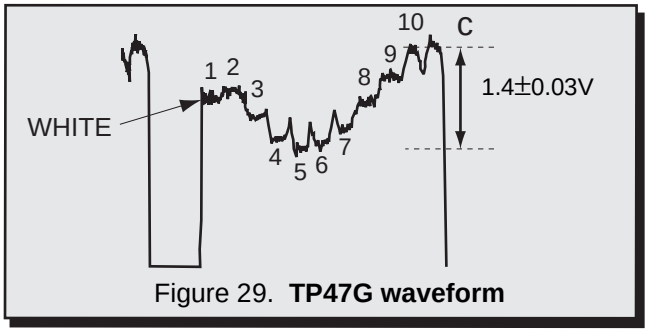

Figure 29. **TP47G waveform**
11. In Serviceman Mode adjust “COLOR” data so that the amplitude “c” is 1.4±0.03V. (See Fig. 29).